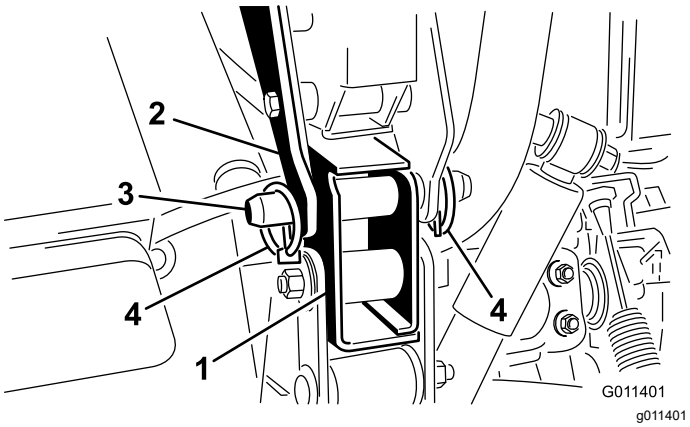

Figur 9
7. Fäst alla bakre monteringsfästen på Workman-fordonets ram med en sprintbult och två hjulsprintar (Figur 9).